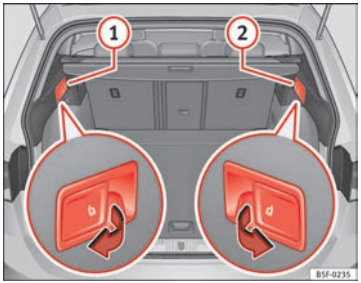

Fig. 92 In the luggage compartment: distance unlocking levers of left part 1 and right part 2 of the rear backrest
- Pull on the distance unlocking lever of the left part ⇒ Fig. 92 ① or right ② of the backrest in the direction of the arrow. The unlocked part of the rear backrest is folded down automatically forwards.